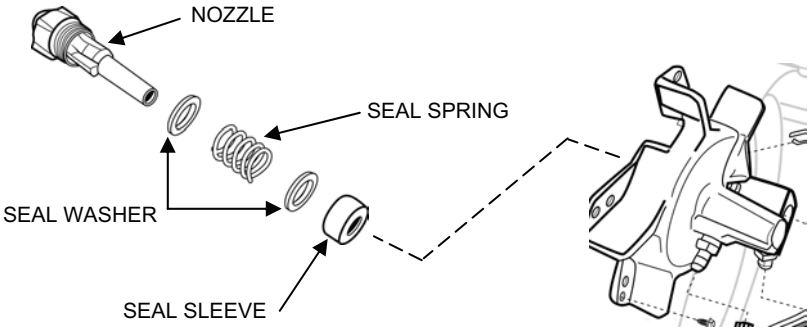

Figure 2. Diesel Heater Burner Head Nozzle.
2. Carefully remove the nozzle and its associated components (see Figure 2) from the burner head using a socket wrench. If the nozzle is damaged, replace the nozzle.
a. Screw the nozzle into the burner head with its associated parts in the order shown in Figure 2.